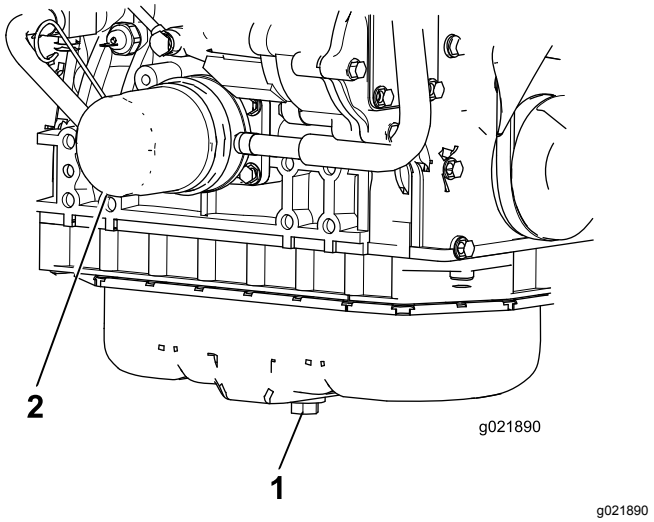

Figur 75
1. Fjern aftapningsproppen, og lad olien flyde over i aftapningsbeholderen (Figur 75).
3. Fjern oliefilteret (Figur 75).